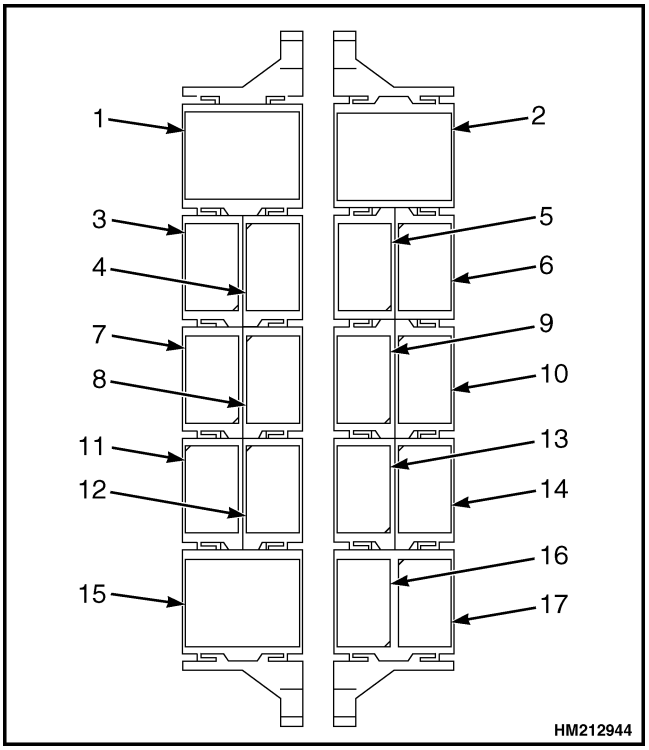

*Figure 5. Relay Panel*
8. RELAY PANEL (SEE FIGURE 5)
Except for the main relays shown on Figure 3, all relays are installed on the relay panel that is located left of the fuse panel. See Figure 5 and Table 7.